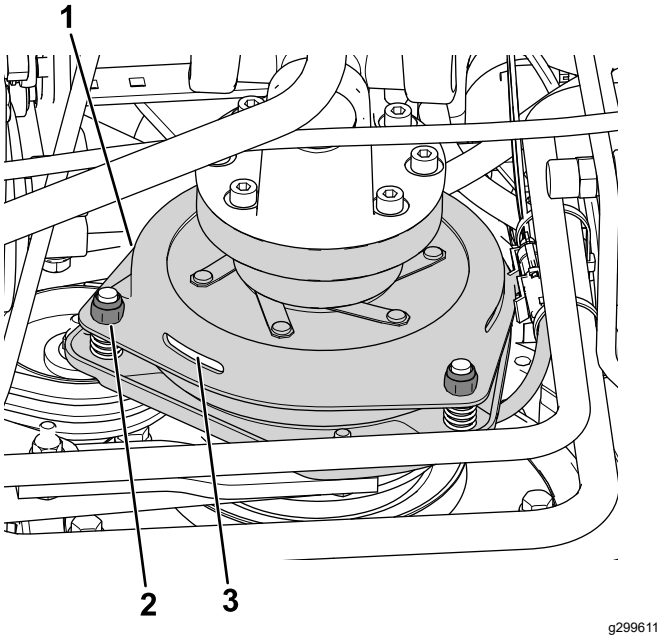

Bild 76
3. Stellen Sie den Abstand so ein, dass eine 0,3 mm Fühlerlehre mit leichtem Druck zwischen die Kupplungsauskleidung und die Bremsscheibe passt (Bild 76).
Hinweis: Drehen Sie die Einstellmuttern nach rechts, um den Abstand zu verringern (Bild 76). Der maximale Betriebsabstand beträgt 0,6 mm. Stellen Sie alle drei Luftspalte auf 0,4 mm ein.